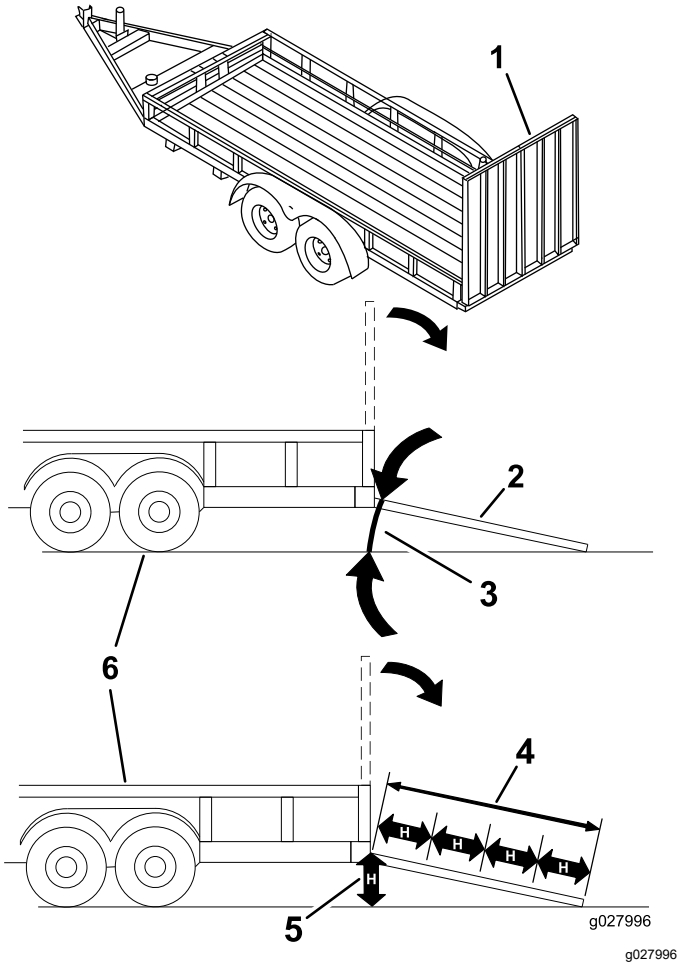

Figur 39
Lasting av maskinen på en tilhenger eller lastebil øker muligheten for at den velter og kan føre til alvorlig skader eller dødsulykker (Figur 39).
3. Senk rampen og sørg for at vinkelen mellom rampen og bakken ikke overskrider 15 grader (Figur 39).
1. Senk rampen og sørg for at vinkelen mellom rampen og bakken ikke overskrider 15 grader (Figur 39).